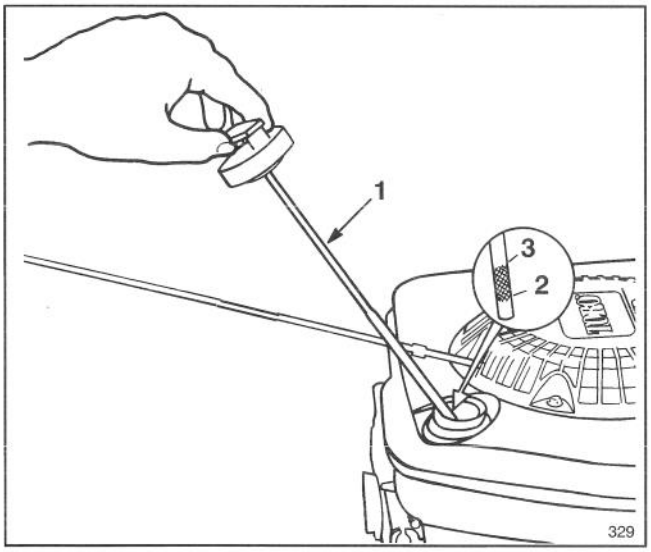

Afbeelding 4
Vóór gebruik, zorgen dat het oliepeil tussen "ADD" en "FULL" ligt (Afb. 4). Vul olie bij wanneer het peil te laag is.
1. Zet de maaier op een effen oppervlak en verwijder de olie rondom de oliepeilstok (Afb. 4).
3. Veeg de oliepeilstok af en steek hem weer in het vulgat. Draai de dop een kwartslag naar rechts. Verwijder daarna de oliepeilstok weer en controleer het oliepeil (Afb. 4). **INDIEN HET PEIL TE LAAG IS, OLIE BIJVULLEN TOT AAN DE VULLIJN OP DE OLIEPEILSTOK. VUL NIET BOVEN DE VULLIJN OMDAT DE MOTOR BIJ HET STARTEN ZOU KUNNEN BESCHADIGEN. LANGZAAM BIJVULLEN.**